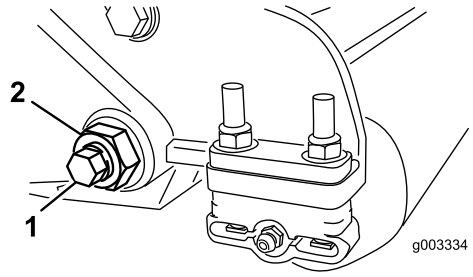
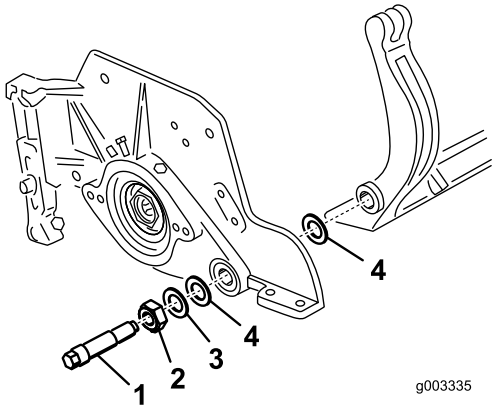
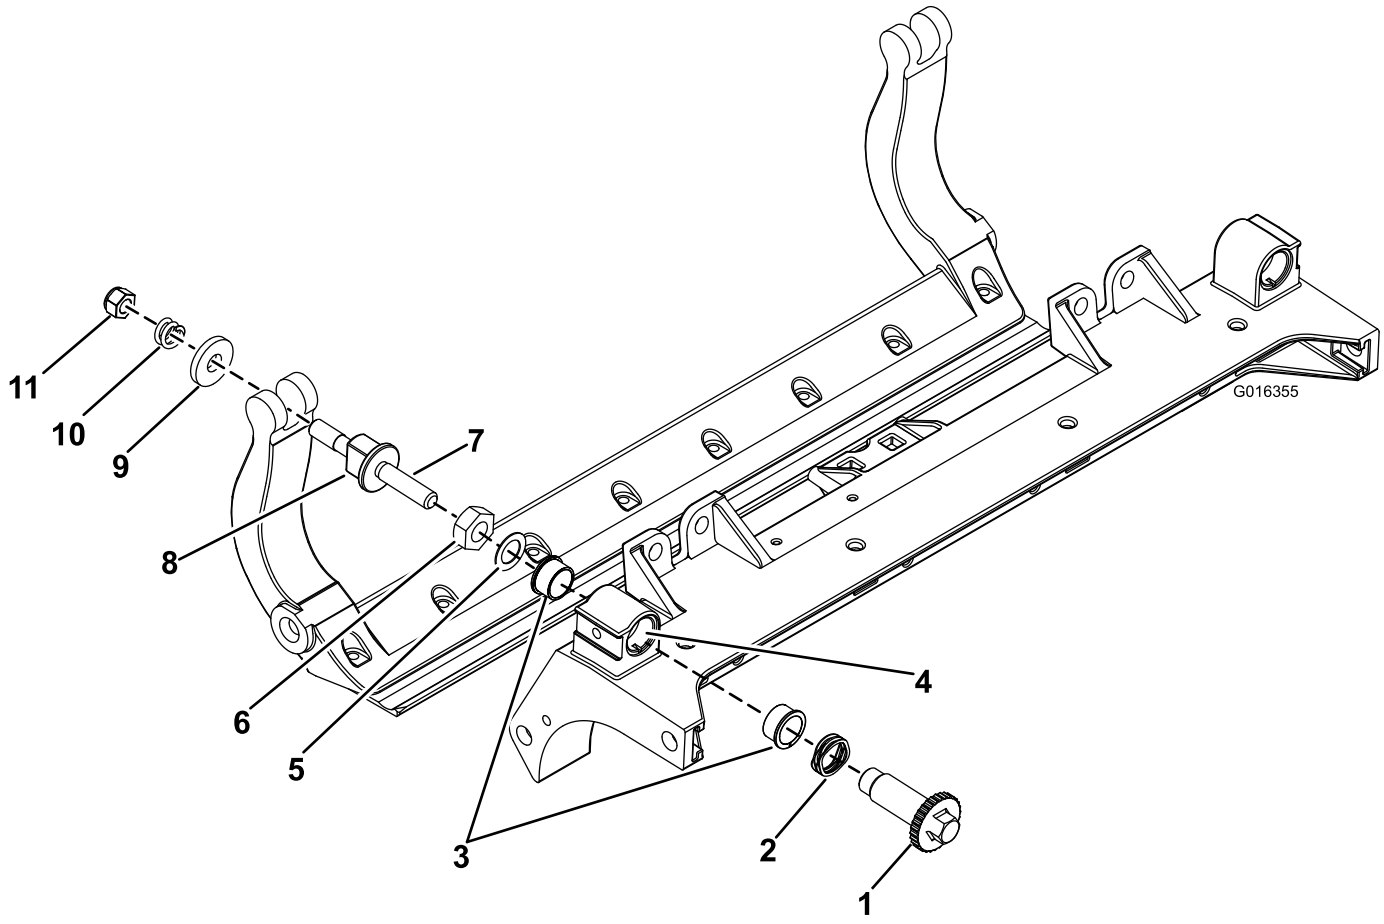

Figure 29
Figure 30
Figure 32
3. On each side of the machine, loosen the locknut securing the bedbar bolt (Figure 29).
4. Remove each bedbar bolt allowing bedbar to be pulled downward and removed from machine bolt (Figure 29). Account for 2 nylon and 1 stamped steel washers on each end of bedbar (Figure 30).
2. Secure bedbar to each side plate with bedbar bolts (nuts on bolts) and 6 washers. A nylon washer is to be positioned on the each side of the side plate boss. Place a steel washer outside of the outer nylon washers (Figure 30). Torque bedbar bolts to 27-36 N-m (240-320 inch-lb).
1. Remove all parts (refer to *Installation Instructions* for HD DPA Kit Model No. 120–7230 and to Figure 32).
2. Apply Never Seize to the inside of the bushing area on cutting unit center frame (Figure 32).
3. Align the keys on flange bushings to the slots in the frame and install the bushings (Figure 32).
4. Install a wave washer onto the adjuster shaft and slide the adjuster shaft into the flange bushings in the cutting unit frame (Figure 32).
5. Secure the adjuster shaft with a flat washer and lock nut (Figure 32). Torque the lock nut to 20 to 27 N-m (15 to 20 ft-lb).
9. Secure the bedbar to each side plate with the bedbar bolts (nuts on bolts) and 6 washers. A nylon washer is to be positioned on each side of side plate boss. Place a steel washer outside each of the nylon washers (Figure 32). Torque bedbar bolts to 37-45 N-m (27-33 ft.-lb). Tighten locknuts until the outside steel washer stops rotating and end play is removed but do not overtighten or deflect side plates. Washers on inside may have a gap (Figure 30).